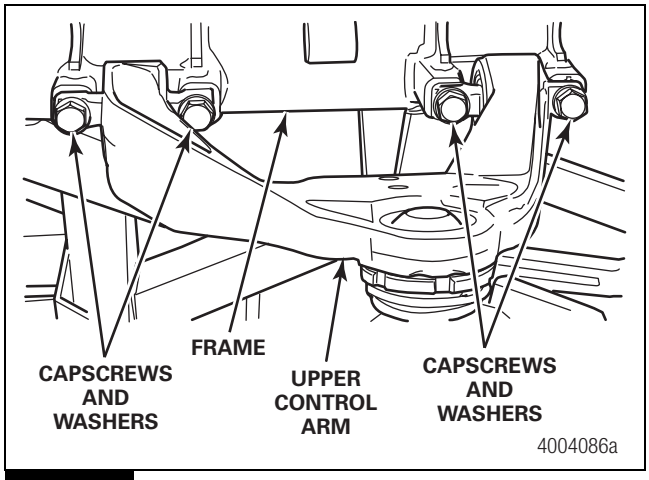

Figure 7.8
2. Position the upper control arm onto the frame. Support the upper control arm. Install the four capscrews and washers that secure the upper control arm to the frame. The capscrews will be M18 or M20 depending on the suspension. Tighten the M18 capscrews to 225-273 lb-ft (305-370 N•m). Tighten the M20 capscrews to 369-480 lb-ft (500-650 N•m). Figure 7.8. T